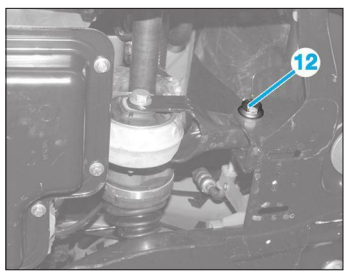

**Fig. 16**
- la vis de fixation de la biellette anticouple (12) **(Fig.16)**,